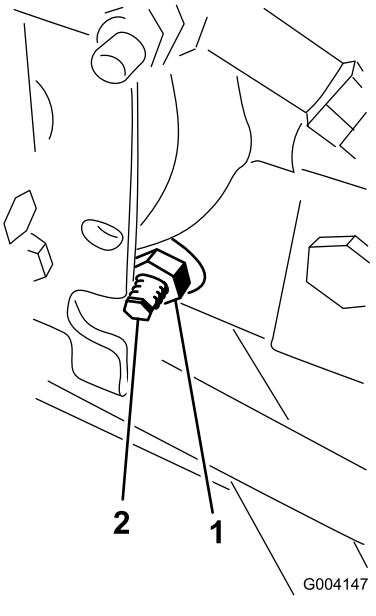

Figur 82
3. Lossa låsmuttern på hjuldrivningens justeringskam på höger sida av hydrostaten (Figur 82).